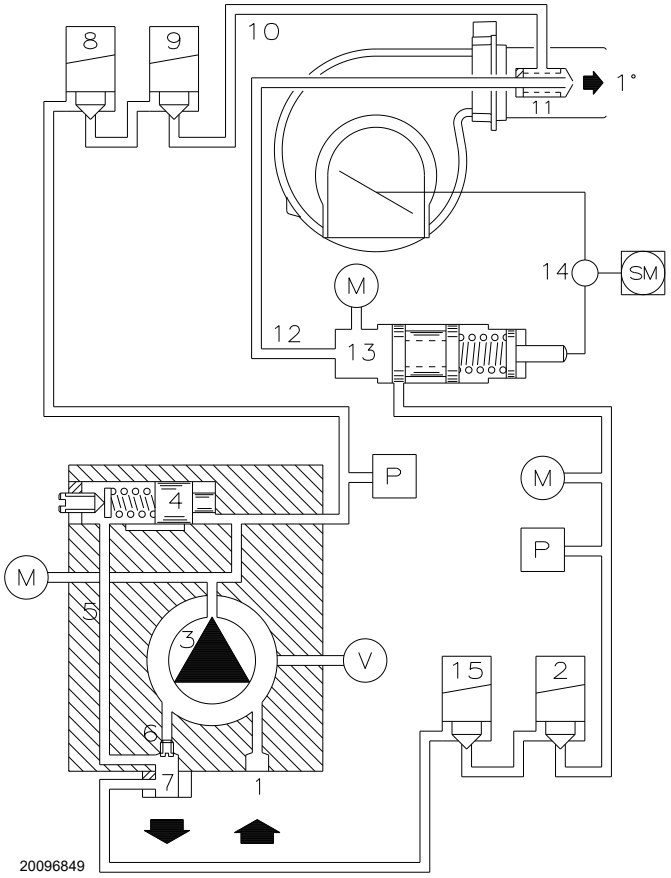

**Abb. 30**
Sie sind am Brenner installiert und der Bypass wird mit der Schraube 6)(Abb. 30) geschlossen.
- ➤ Die Pumpe 3)(Abb. 30) saugt den Brennstoff vom Tank über die Leitung 1) an und bringt ihn im Vorlauf unter Druck.
Zeichenerklärung (Abb. 30)